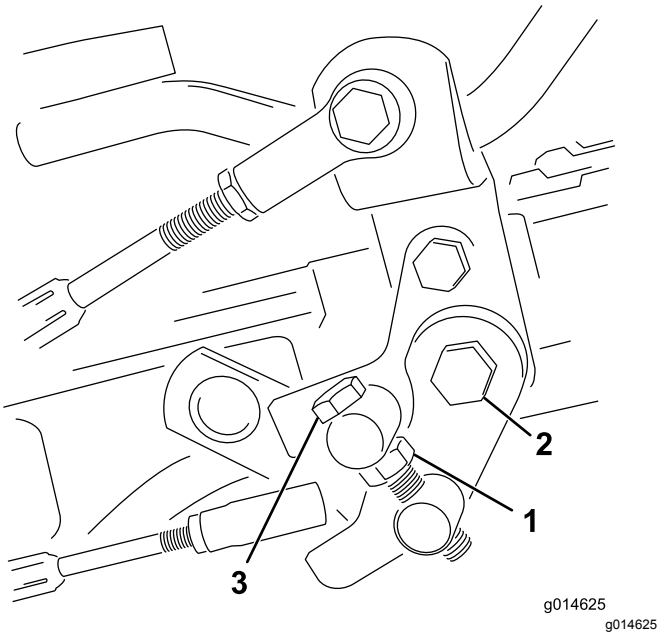

**Figur 53**
1. Løsne låsemutteren på vuggetappbolten (Figur 53).
4. Stram låsemutteren på vuggetappbolten og mutteren på pedaltappen for å låse justeringen (Figur 53). Sjekk justeringen, og juster etter behov.